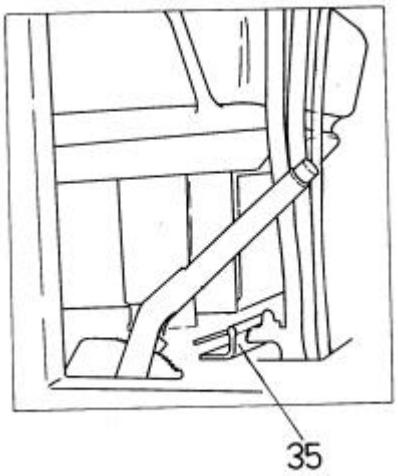

Fig. 4.7 Control Lever Locking Plate (Standard Version)
35 - Control Levers Lock Plate (Fig. 4.7)
35. CONTROL LEVER LOCKING PLATE (Fig. 4.7)